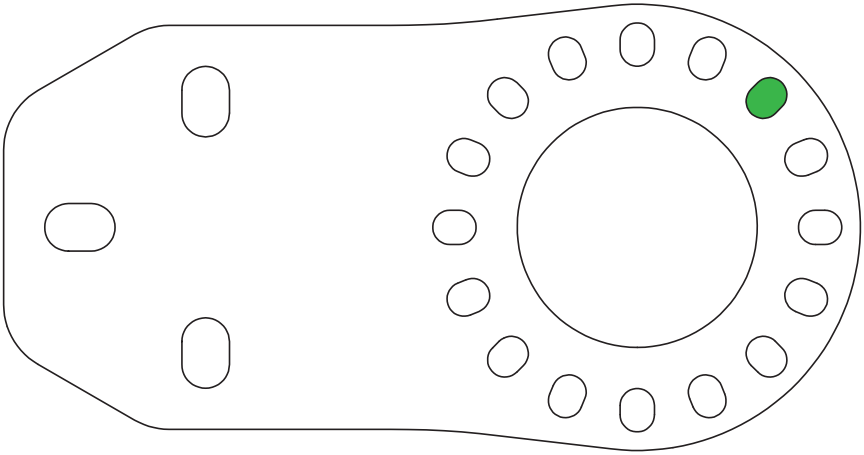

Figure 5 - Correct Bracket Hole for Pin on Top of Catch Can
3. Position the pin into the bracket hole shown in **Figure 5**.